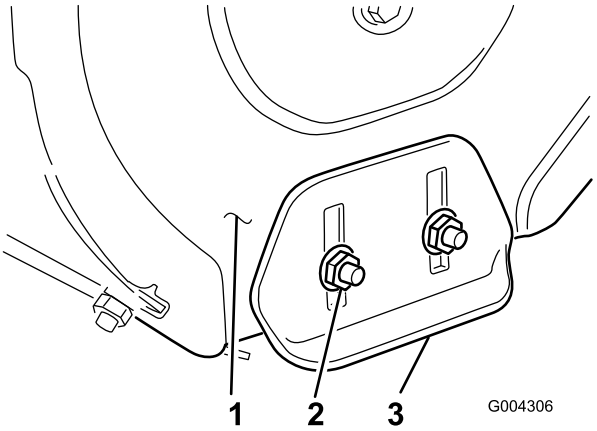

Figur 27
3. Lossa de fyra flänsmuttrarna som håller fast medarna på matarskruvens sidoplattor (Figur 27), tills medarna enkelt kan flyttas uppåt och nedåt.
8. Dra åt de fyra flänsmuttrarna som håller fast medarna på matarskruvens sidoplattor (Figur 27).